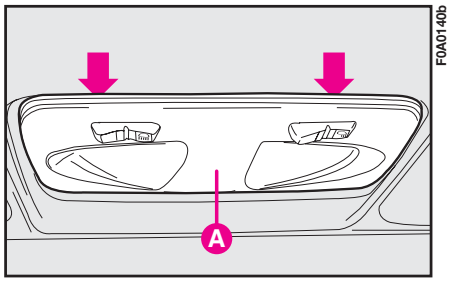

fig. 37
**1)** Remove the ceiling light **A-fig. 37** by releasing the clipped on lens frame in the point shown by the arrow.